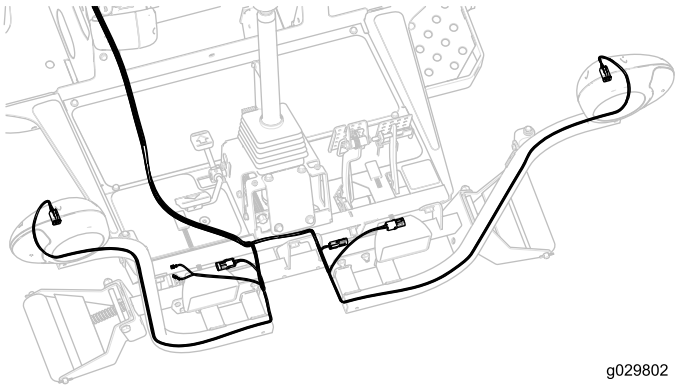

Bild 35
10. Verlegen Sie die Vorderseite des Kabelbaums unter der Bedienerplattform zur Vorderseite der Zugmaschine (Bild 35).
11. Stecken Sie jeden Kabelbaumanschluss durch die entsprechende Scheinwerferhalterung und schließen sie am Scheinwerfer an (Bild 35).
12. Stecken Sie das Kabelbaumkabel mit den zwei Anschlüssen in die Hupe (Bild 35).